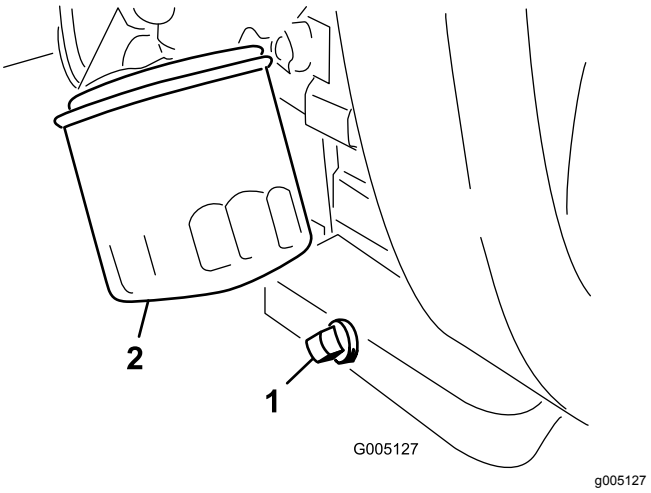

Figur 29
1. Ta bort avtappningspluggen (Figur 29) och låt oljan rinna ned i ett avtappningskärl.
2. Rengör gängorna på avtappningspluggen, stryk på PTFE-tätning och sätt tillbaka avtappningspluggen (Figur 29).
3. Avlägsna oljefiltret (Figur 29).